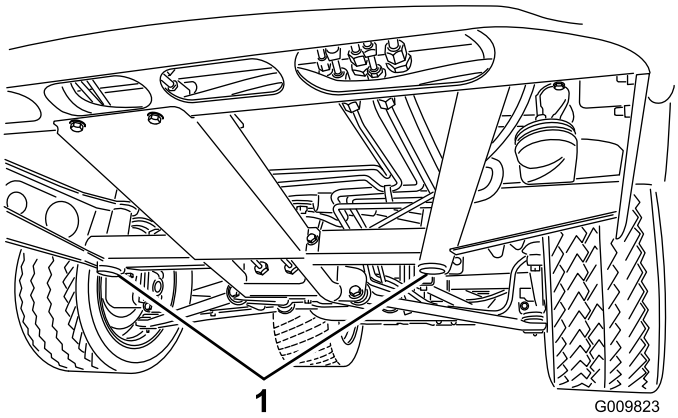
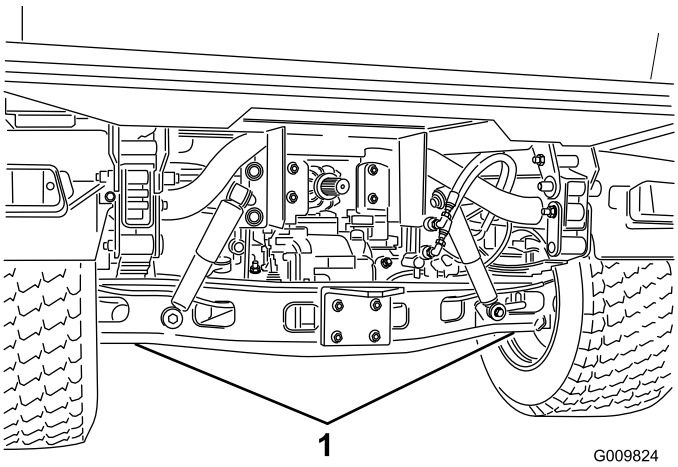

Figur 33
Figur 34
- Domkraftspunkten framtill på fordonet sitter under främre centrumramen, (Figur 33) och baktill sätts domkraften under bakaxelröret (Figur 34).